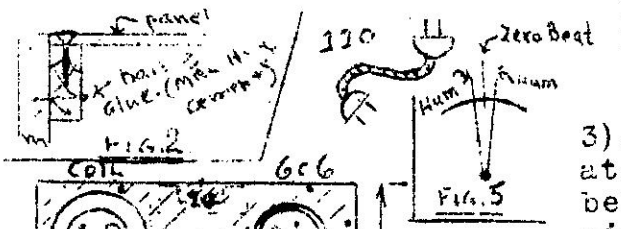
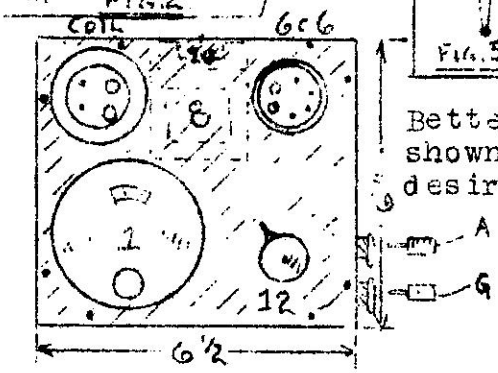

Fig. 2 Fig. 5
Fig. 3
Lay out parts as shown ¼"-1" scale (Fig. 3). Best to make good connections - insulated, well as 110 is running "loose." We believe the Fan at this stage understands wiring, etc. and can read schematic dia. (1). Better to make wooden box so panel sets down in as shown (Fig. 2). Stain & shellac. Use wooden cover if desired, hinge or snap-on. Rubber feet if desired.